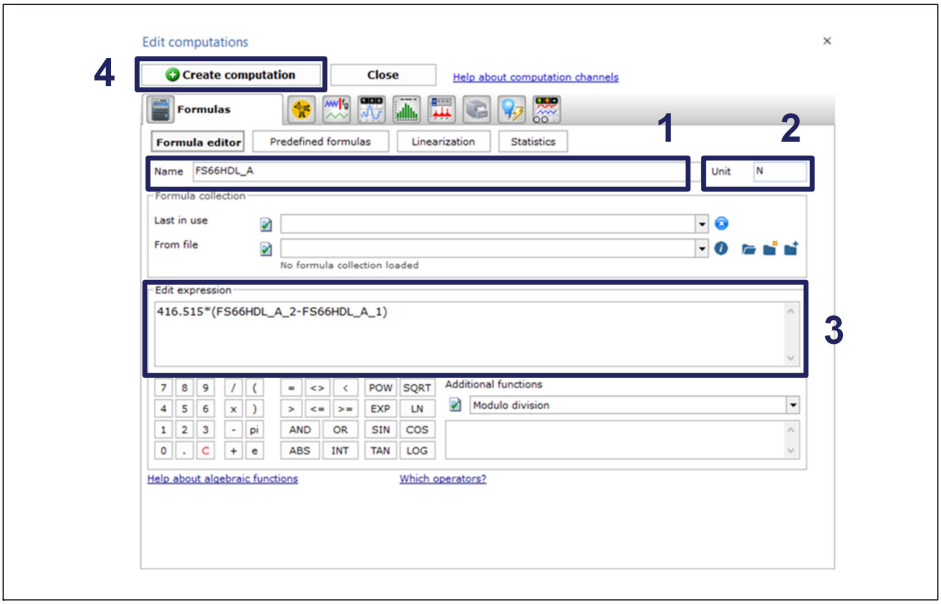

Fig. 5.7 Creating a computational channel to configure the sensor
- Configure the computational channel with the sensitivity values corresponding to each sensor. An example of a configuration for the FS66HDL is given in *Fig. 5.7*.
- Press "create computation" button (number **4** in *Fig. 5.7*).